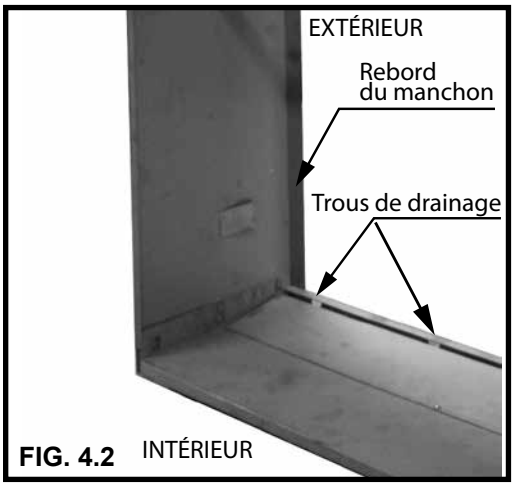

FIG. 4.2
- **PENDANT L'ASSEMBLAGE DU MANCHON MURAL, VEILLEZ À CE QUE LES REBORDS DU PANNEAU LATÉRAL ET LES TROUS DE DRAINAGE DU PANNEAU DE BASE SE TROUVENT SUR LE MÊME CÔTÉ DU MANCHON MURAL. VOIR LA FIG. 4.2.**